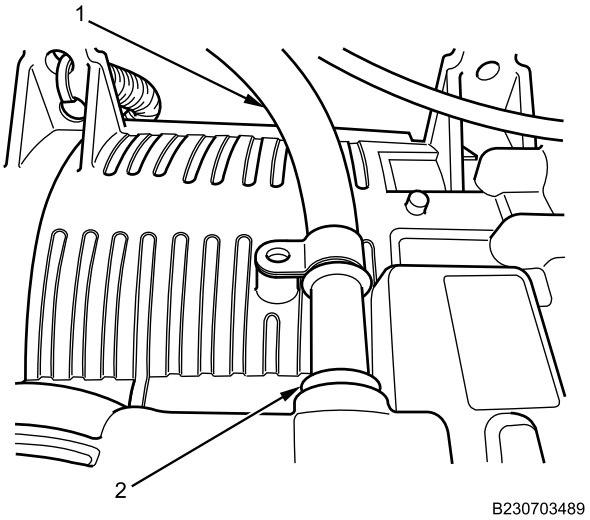

Figure 21. Dipstick Tube and Seal.
4. Install new dipstick tube seal (Figure 21, Item 2) into transmission.
5. Push dipstick tube (Figure 21, Item 1) into transmission.